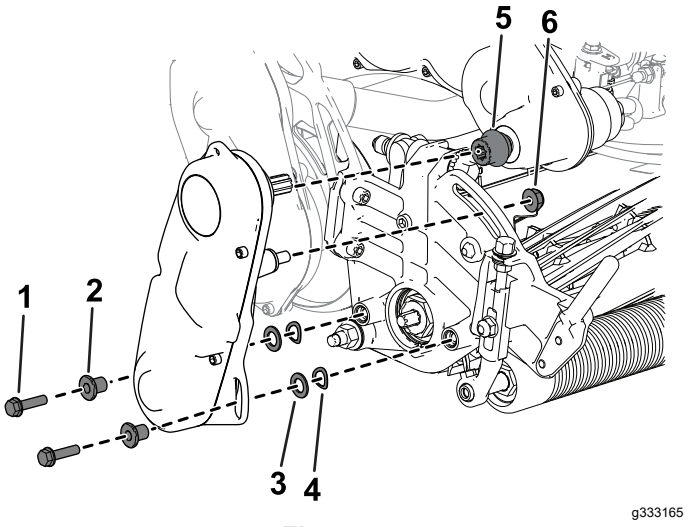

**Figuur 5**
6. Monteer de koppeling aan de aandrijfas van de transmissie (Figuur 5).
7. Gebruik het eerder verwijderde bevestigingsmateriaal om de messenkooiaandrijving aan de maai-eenheid te monteren (Figuur 5).
8. Zorg ervoor dat de koppeling (Figuur 5) gemakkelijk naar voren en naar achteren kan bewegen op de aandrijfas van de transmissie.